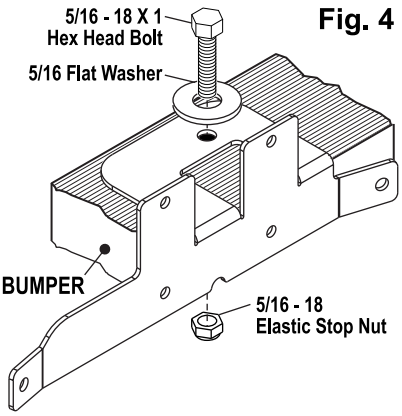

Fig. 4
4. Secure the center of the bracket to the bumper using the supplied hardware (Fig. 4).